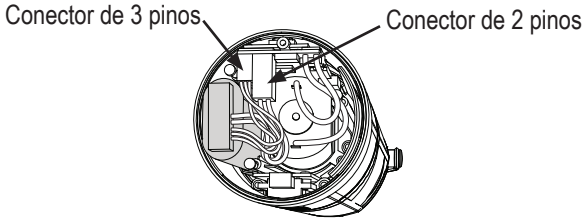

Figura 2
10. Reconecte o conector de 3 pinos, reconecte o conector maior de 2 pinos. Veja a Figura 2.